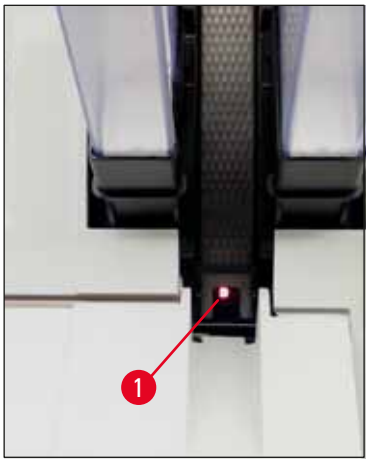

Fig. 48
- Estación de carga (→ "Fig. 48")